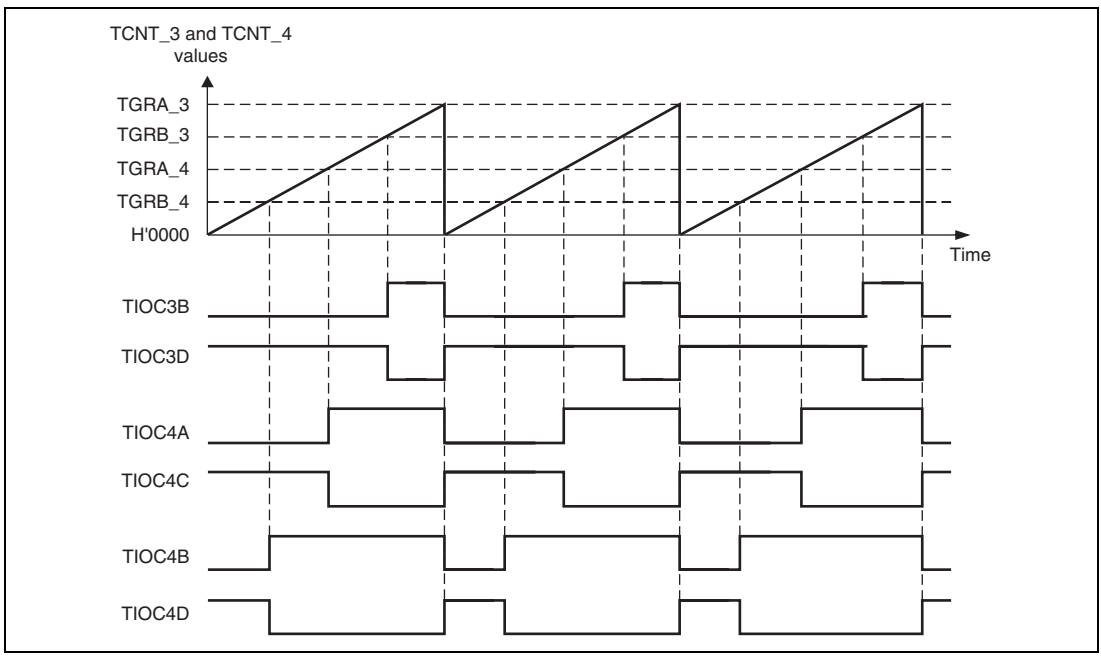

**Figure 10.36 Reset-Synchronized PWM Mode Operation Example (When TOCR's OLSN = 1 and OLSP = 1)**
**Reset-Synchronized PWM Mode Operation:** Figure 10.36 shows an example of operation in the reset-synchronized PWM mode. TCNT_3 and TCNT_4 operate as upcounters. The counter is cleared when a TCNT_3 and TGRA_3 compare-match occurs, and then begins incrementing from H'0000. The PWM output pin output toggles with each occurrence of a TGRB_3, TGRA_4, TGRB_4 compare-match, and upon counter clears.